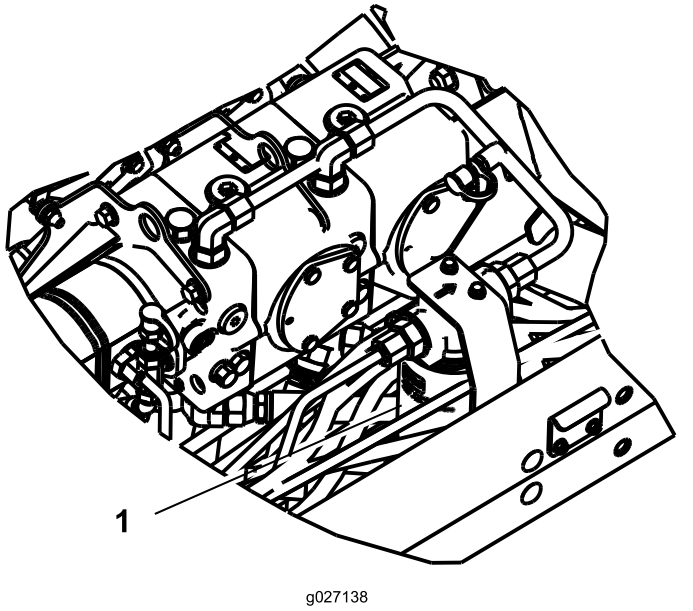

Figuur 73
2. Reinig de omgeving van de plaats waar het filter wordt gemonteerd, en plaats een opvangbak onder het filter (Figuur 73).